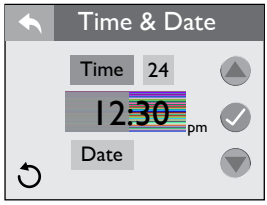

Figure 12.9c
1. When you enter the menu, Time will be highlighted Orange, Figure 12.9c.